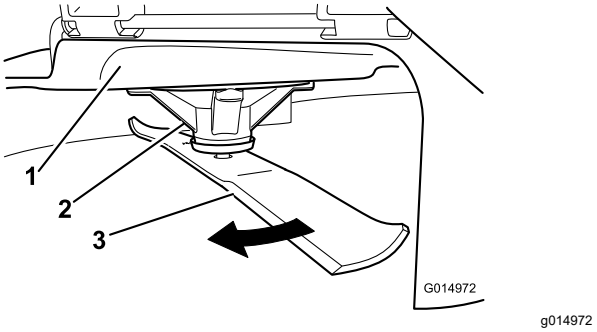

Figura 50
2. Llevando guantes fuertemente acolchados u otro tipo de protección apropiada para las manos, gire la cuchilla lentamente hasta una posición que permita medir la distancia entre el filo de corte y la superficie nivelada en la que descansa la máquina (Figura 50).